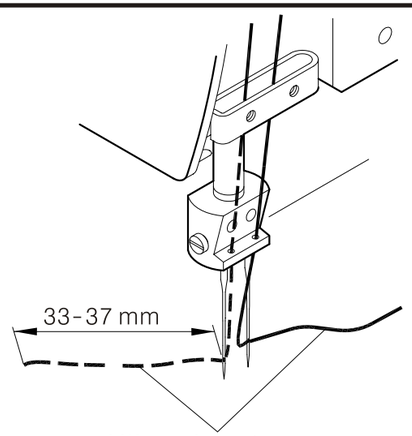

Fig. 14
1. El largo promedio del hilo sobrante es de 33-37mm (Fig. 14)